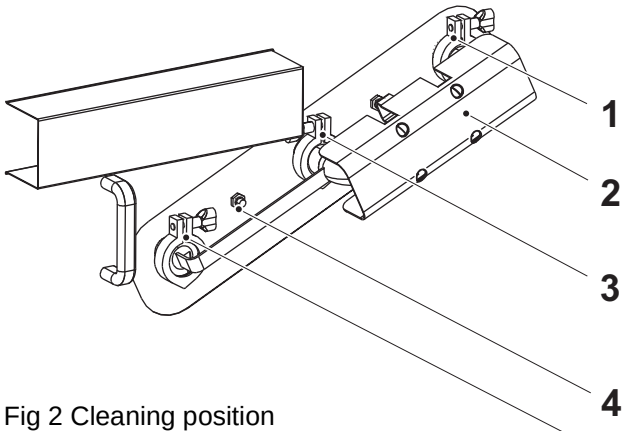

Fig 2 Cleaning position
a) Remove the clamps (1), (3), and (5).
c) Turn the pipe as illustrated in Fig 2 Cleaning position. Check that the gaskets are in place.